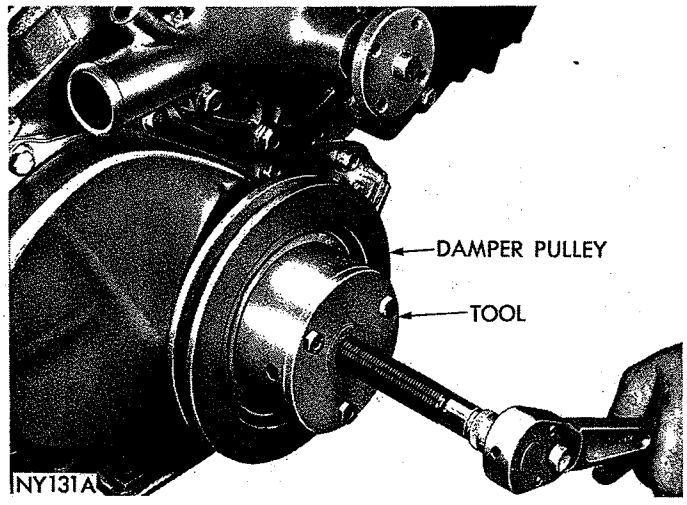

*Fig. 20—Removing Damper Assembly*
(1) Drain cooling system.
(2) Remove radiator and fan.
(3) Install Tool C-3732A and pull vibration damper assembly off end of crankshaft (Fig. 20).
(4) Loosen oil pans bolts to allow clearance and remove chain case cover and gasket.
(5) Slide crankshaft oil slinger off end of crankshaft.
(6) Remove crankshaft sprocket attaching bolt.
(7) Remove timing chain with camshaft sprocket.